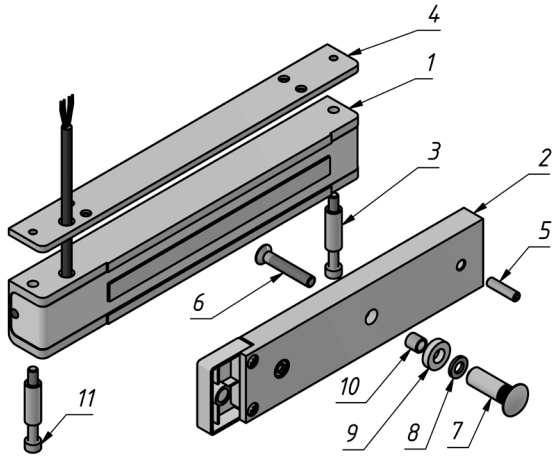

Рисунок 1 – Комплект поставки замка
3.1 Комплект поставки (рисунок 1):
- корпус (1)…….. - 1 шт.
- якорь (2)…… - 1 шт.
- втулка (3)…….. - 2 шт.
- планка резьбовая 300P (4)… - 1 шт.
- комплект крепления якоря: штифт (5), винт М6х35 (6), втулка (7), шайба (8), кольцо уплотнительное (9), втулка проходная (10)
- винт М5х45 (11)……... - 2 шт.
4.2 Корпус (поз.1 рисунок 1) крепится в верхней части дверной коробки на предварительно установленную планку резьбовую 300Р (поз.4) на максимальном удалении от петель двери. Крепление корпуса к дверной коробке возможно с помощью Уголка 300-400Р, Планки 300Р и комплекта МК 300-KU, приобретаемых дополнительно.